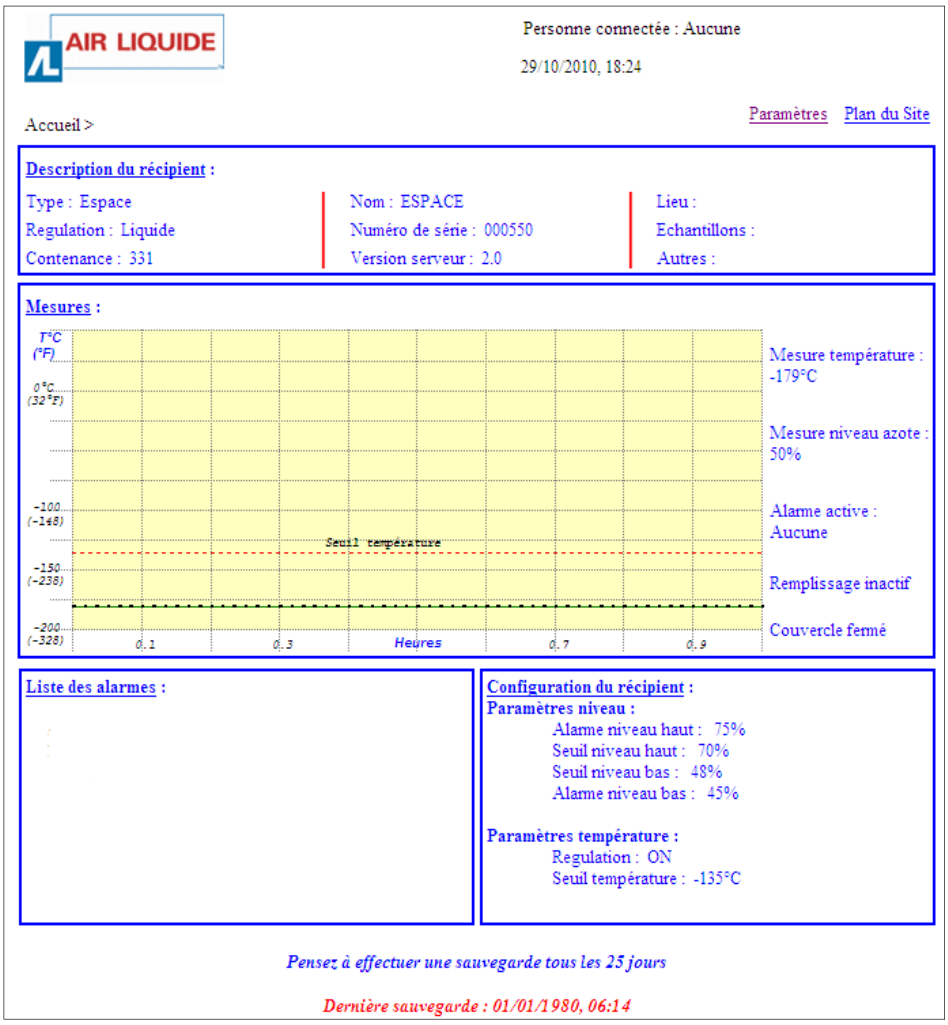

Figura 11-2: exemplu de pagină Întâmpinare.
3. Este afişată pagina *Întâmpinare* (vezi Figura 11-2).